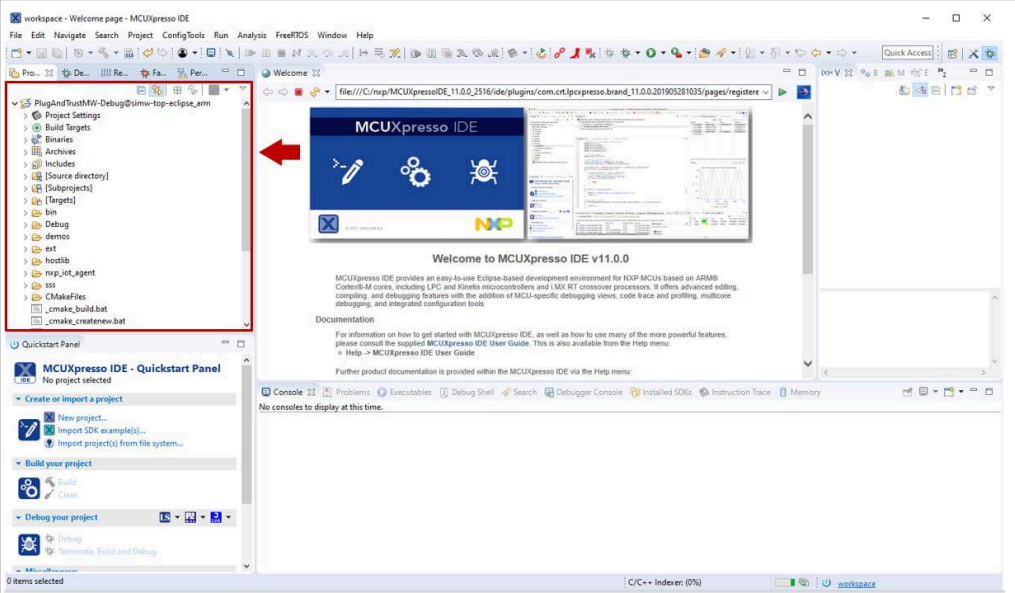

Figure 37. Plug & Trust middleware imported in workspace
5. The *PlugAndTrustMW* project should now be imported in your workspace as shown in Figure 37: